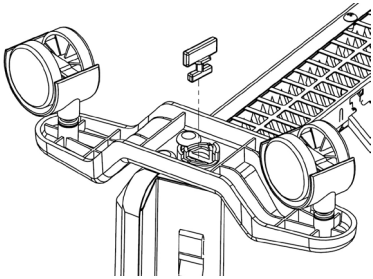

Рис.4. Напольная установка
2. Приложите планку опорной ножки к месту крепления на конвекторе так, чтобы выпуклая часть планки прилегала плотно к корпусу конвектора, винтовое отверстие должно совпасть (**Рис.4**).